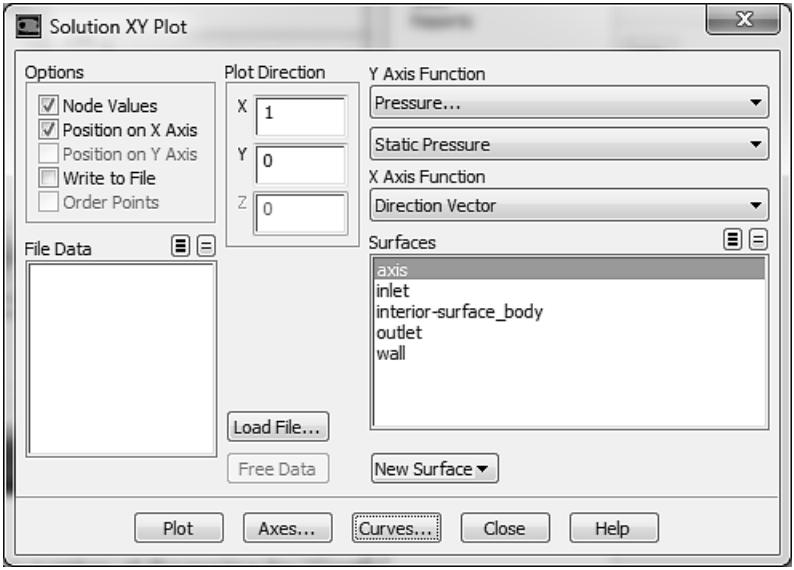

Рис. 71.
2) Настраиваем опции окна Solution XY Plot так, как показано на рис. 71.